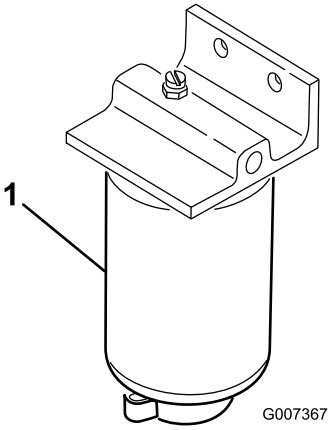

Figur 51
Tøm vandudskilleren for vand og andre urenheder (Figur 51) dagligt. Udskift filterdåsen efter hver 400 driftstimer.
2. Løsn aftapningsproppen i bunden af filterdåsen (Figur 51).